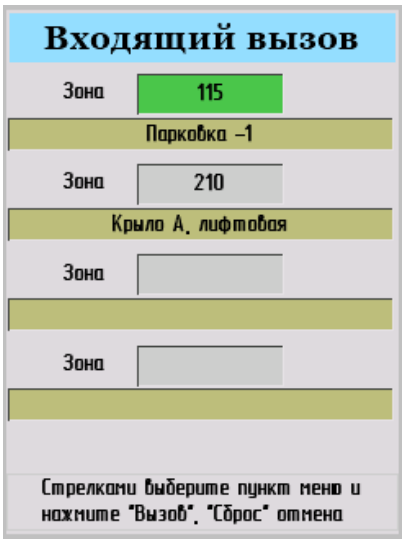

Рис. 8
6.2.3 Для вызова диспетчера необходимо на ВП нажать кнопку. На ПД будет отображаться страница «Входящий вызов» (рис. 8). В полях страницы отображается номер зоны, от которой пришел вызов, и краткое описание зоны в привязке к плану объекта. При приеме вызова в динамике звучит служебный сигнал «Вызов». ПД может принять до 4-х одновременных вызовов. При поступлении нескольких вызовов стрелками навигации выбрать нужный вызов для ответа и нажать «Вввод».